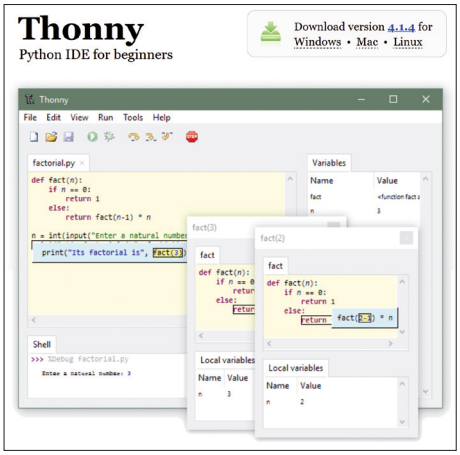

Figure 10.22 Download Thonny for your operating system (source: thonny.org).
- Download and install Thonny for your operating system (see Figure 10.22)